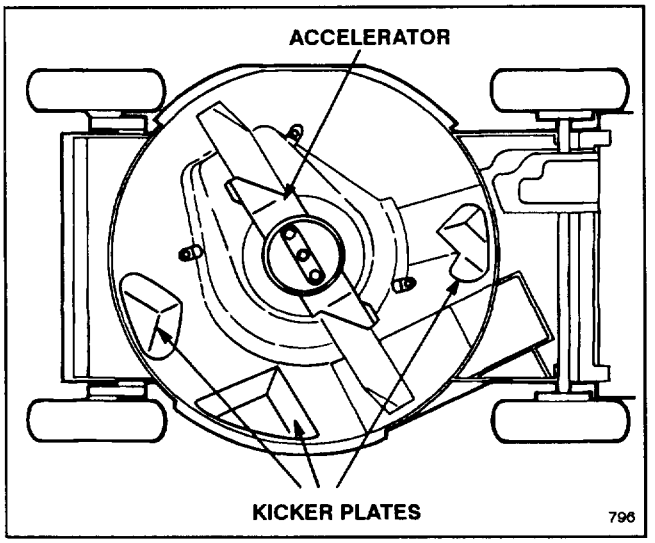

**Figure 8**
- Three "kicker plates" positioned on the underside of the mower deck in strategic positions (Fig. 8)